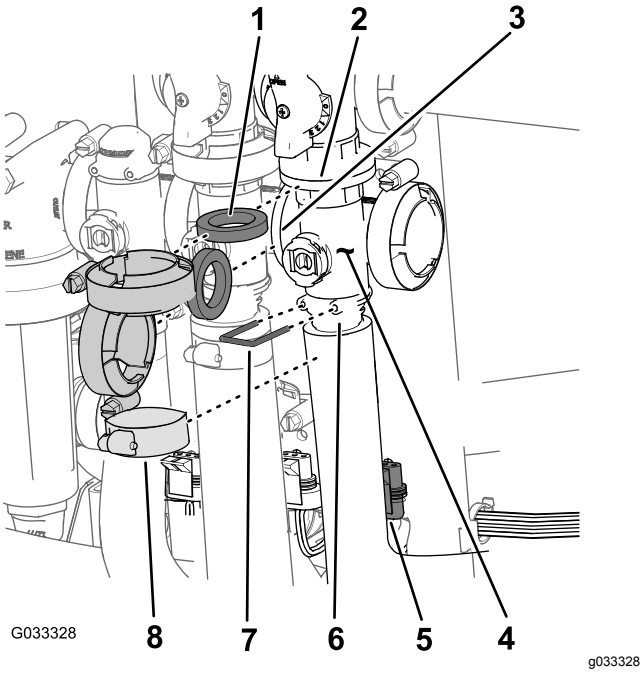

**Rysunek 66**
1. Zdejmij obejmy i uszczelki mocujące rozgałęźnik nadrzędnego zaworu sterowania zraszaniem (Rysunek 66) do nadrzędnego zaworu obejścia zraszania, zaworu mieszania oraz rozgałęźnika nadrzędnego zaworu sterowania zraszaniem (na końcu przewodu prowadzącego do przepływomierza).
2. Zdejmij element ustalający mocujący złącze wylotu do rozgałęźnika nadrzędnego zaworu sterującego zraszaniem (Rysunek 66).